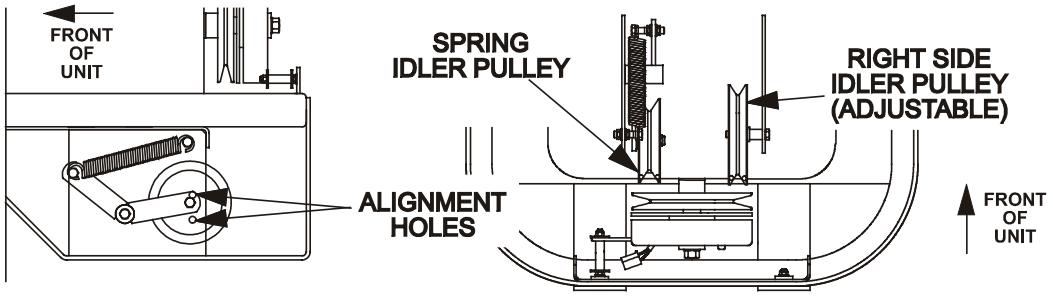

FIG. 12
b) Check to make sure the center of the bolt head in the center of the spring loaded pulley, on left side engine deck support, is positioned between the centers of the two alignment holes in the left support plate (See Fig 12). It is necessary to adjust the belt tension when the center of the bolt head is at or below the center of the bottom alignment hole.